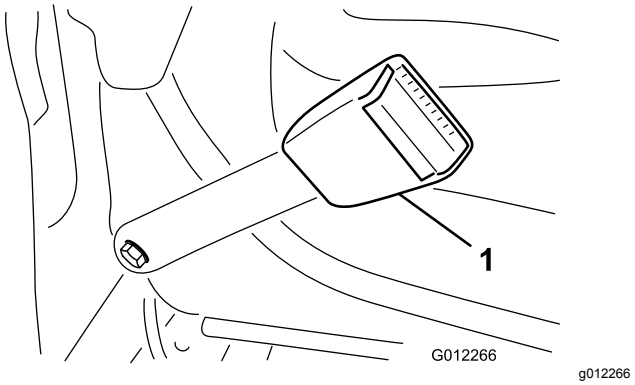

Figuur 6
1. Monteer het uiteinde van elke sluiting van de veiligheidsgordel aan de gaten in de achterkant van de stoel, met 2 bouten (7/16" x 1"), onderlegringen (7/16") en veerringen (7/16") (Figuur 6).